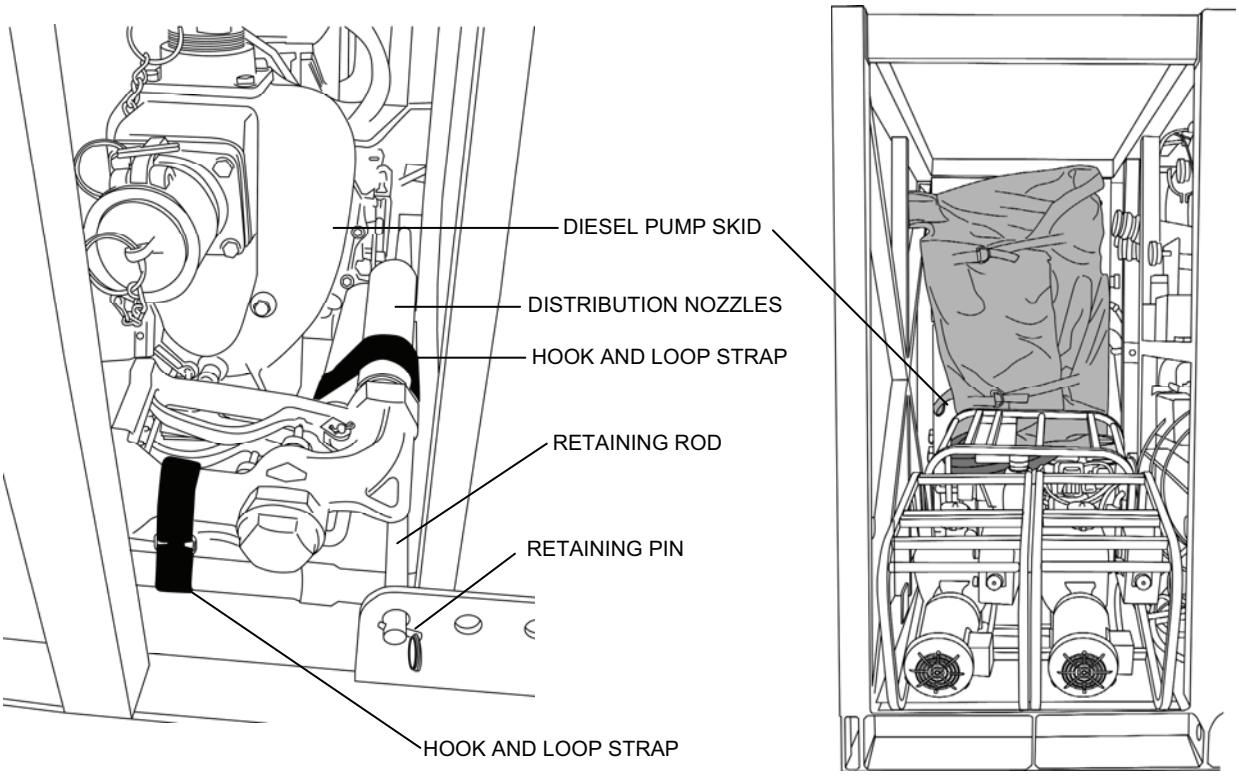

Figure 8. Operator Station Packout 4.
15. Place the diesel pump skid sideways on the floor in front of the BII box and buckets, with the pump end facing out (Figure 8).